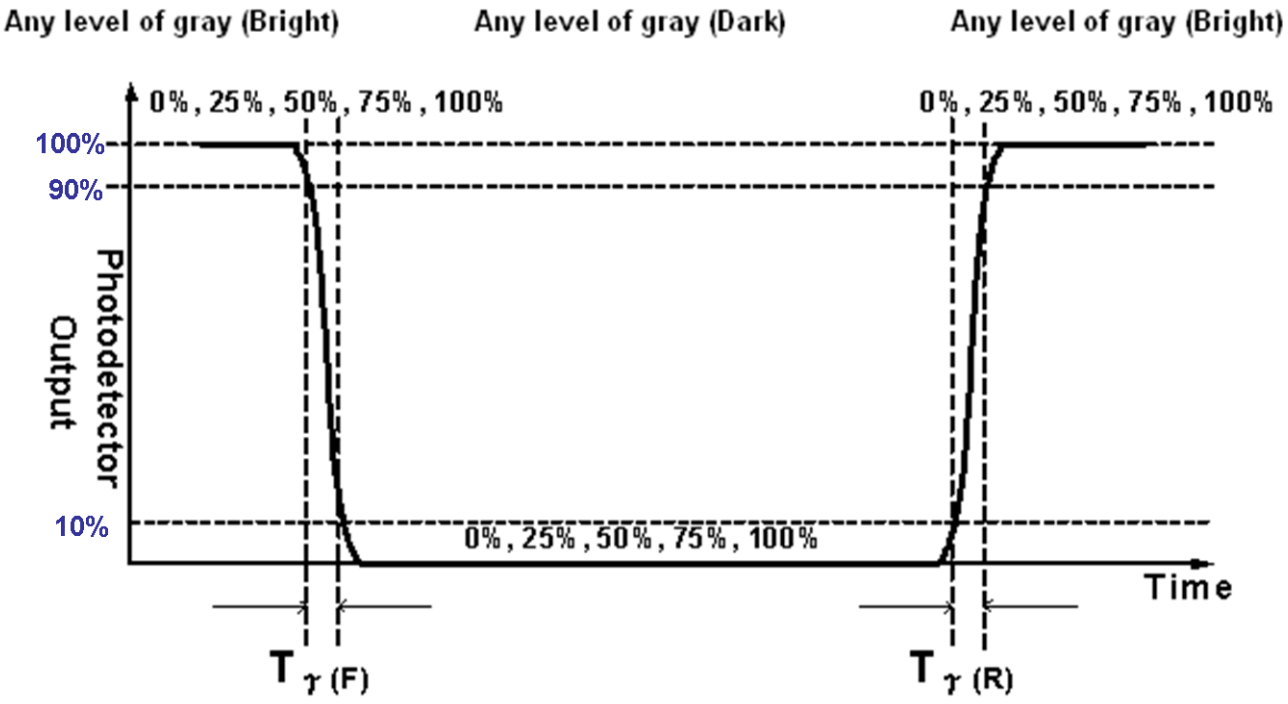

Fig. 2 Luminance
2. Surface luminance is luminance value at point 5 across the LCD surface 50cm from the surface with all pixels displaying white. From more information see Fig. 2~~Fig. 2~~. LED current I_F = typical value (without driver board), LED input VDDB =24V, I_{DDB}. = Typical value (with driver board), L_{WH}=Lon5 where Lon5 is the luminance with all pixels displaying white at center 5 location.